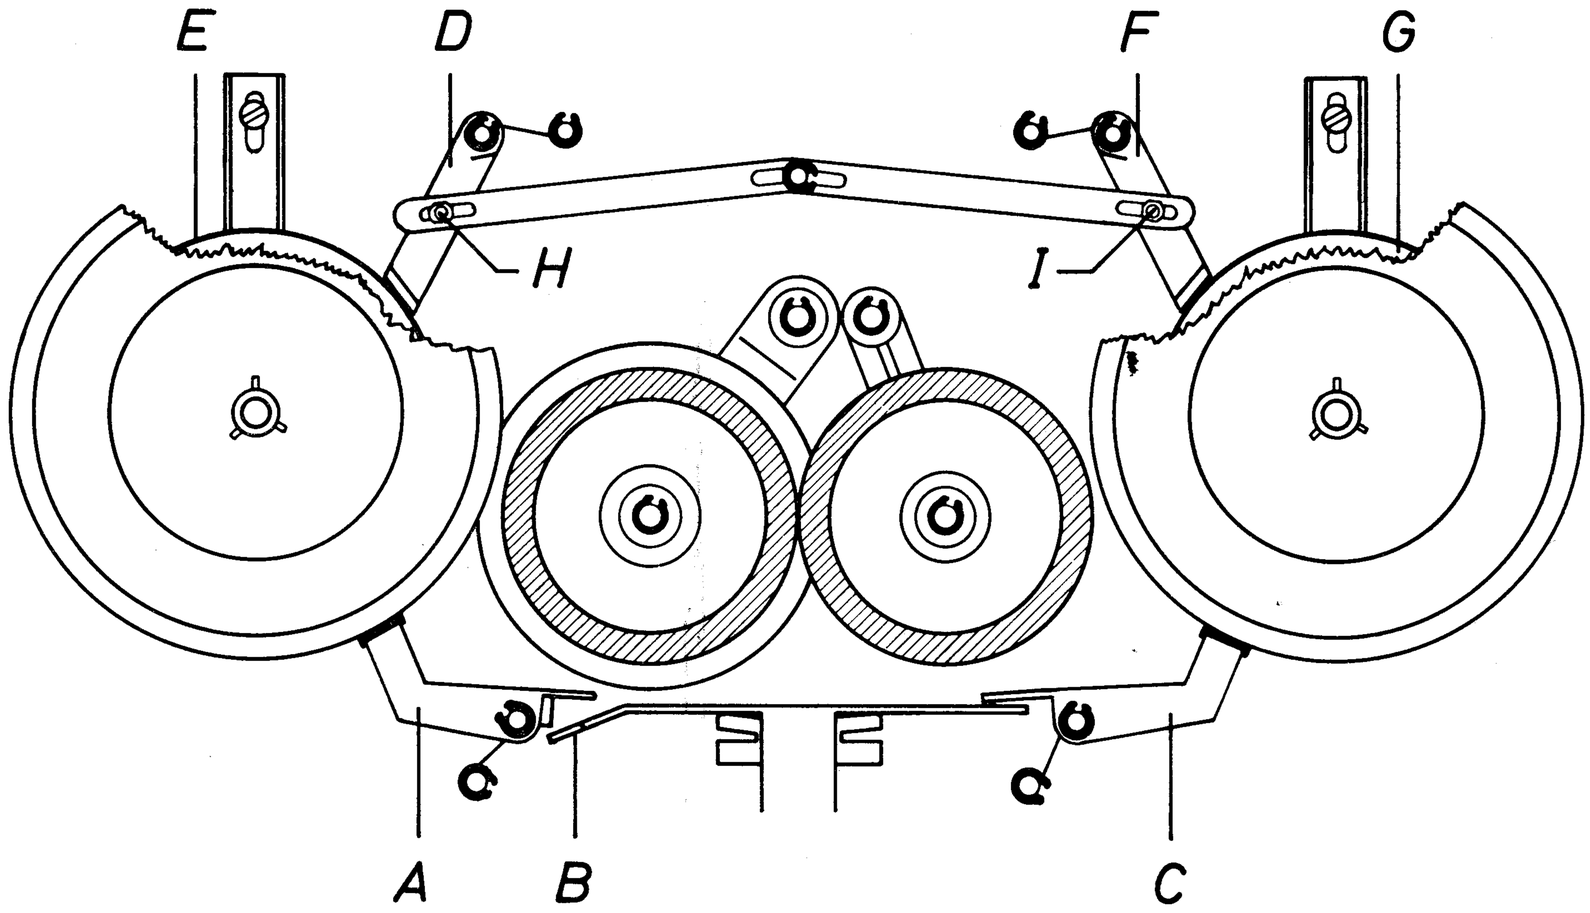

Fig. 7
3.1 Checking and Adjusting the Clutch Brakes (see Fig. 7)
3.2 Checking and Adjusting the Brakes of the Braking Disks (see Fig. 7)